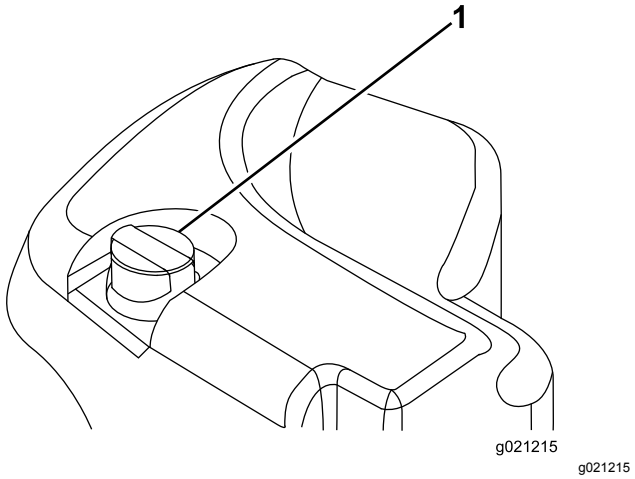

Figuur 66
2. Reinig de omgeving van de vulbuis en de dop van de hydraulische tank (Figuur 66).